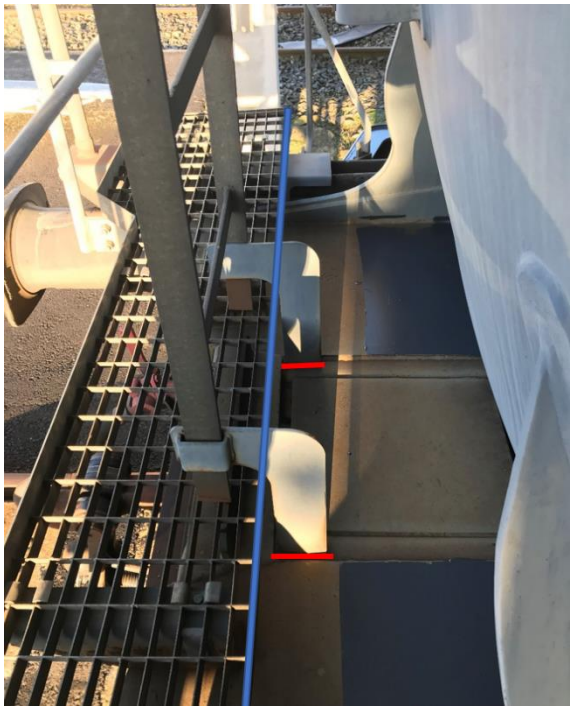

Abb. 4.1: Übergangsbühne an Wagenende 2
a) Bündiges Abtrennen der unteren Leiterhalterung zum Abdeckblech (**Abb.4.1** rot)**.**
c) Fertigung und Anbringen einer nach oben 10 mm überstehenden Trittkante an der Innenseite des Laufgitters. (siehe analog Außenseite (**Abb.4.1** blau)).